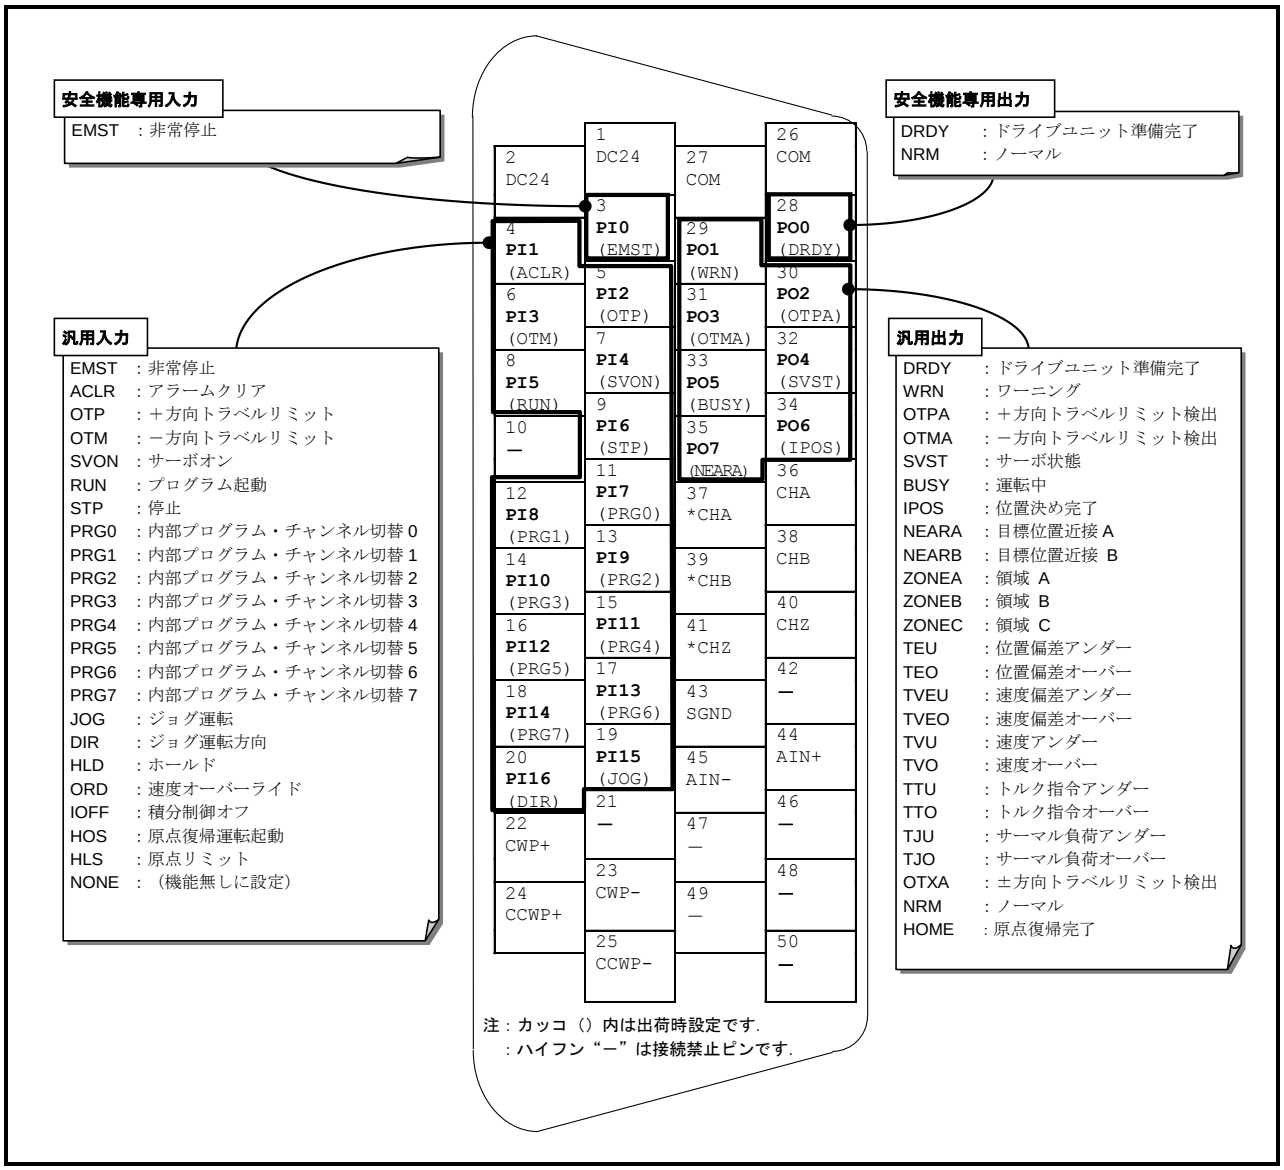

図 2-34：CN2 ピン配列
- CN2：**制御入出力コネクタ** のピン配列を「図 2-34：CN2 ピン配列」に示します．（工場出荷時の状態）